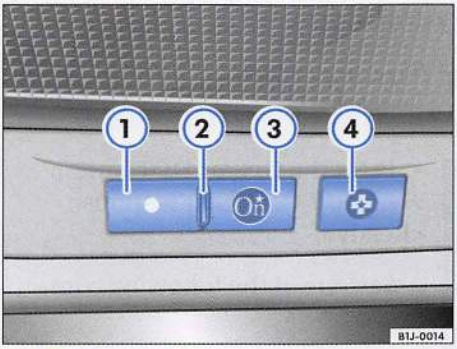

Fig. 9 OnStar services button
– Press the blue [OnStar] button ⇒ fig. 9 (3) in your vehicle.